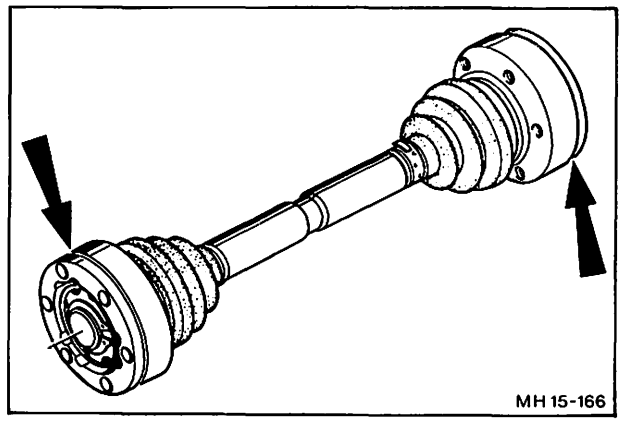

Abb. 129 Korrekte Montage der Gleichlaufverschiebegelenke. Orientierungsrille (Pfeil) am Umfang der Gelenke flanschseitig
5. Innere Sicherungsringe einsetzen. Tellerfedern (Innen-Ø an den Sicherungsringen anliegend) und Gleichlaufverschiebegelenke aufschieben. Die Orientierungsrille am Umfang der Gelenke muß sich außen befinden, Abb. 129.